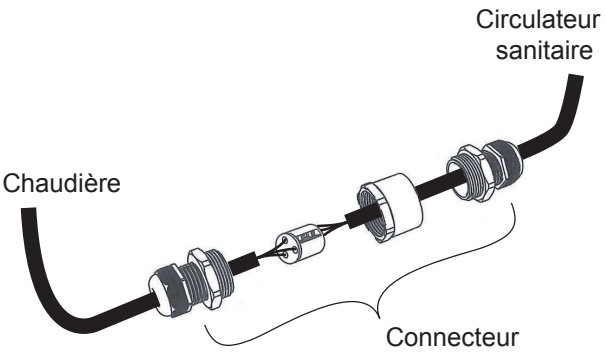

fig. 21 - Raccordement circulateur sanitaire
- Raccorder le circulateur sanitaire à la chaudière (connecteur) (*fig. 21*).